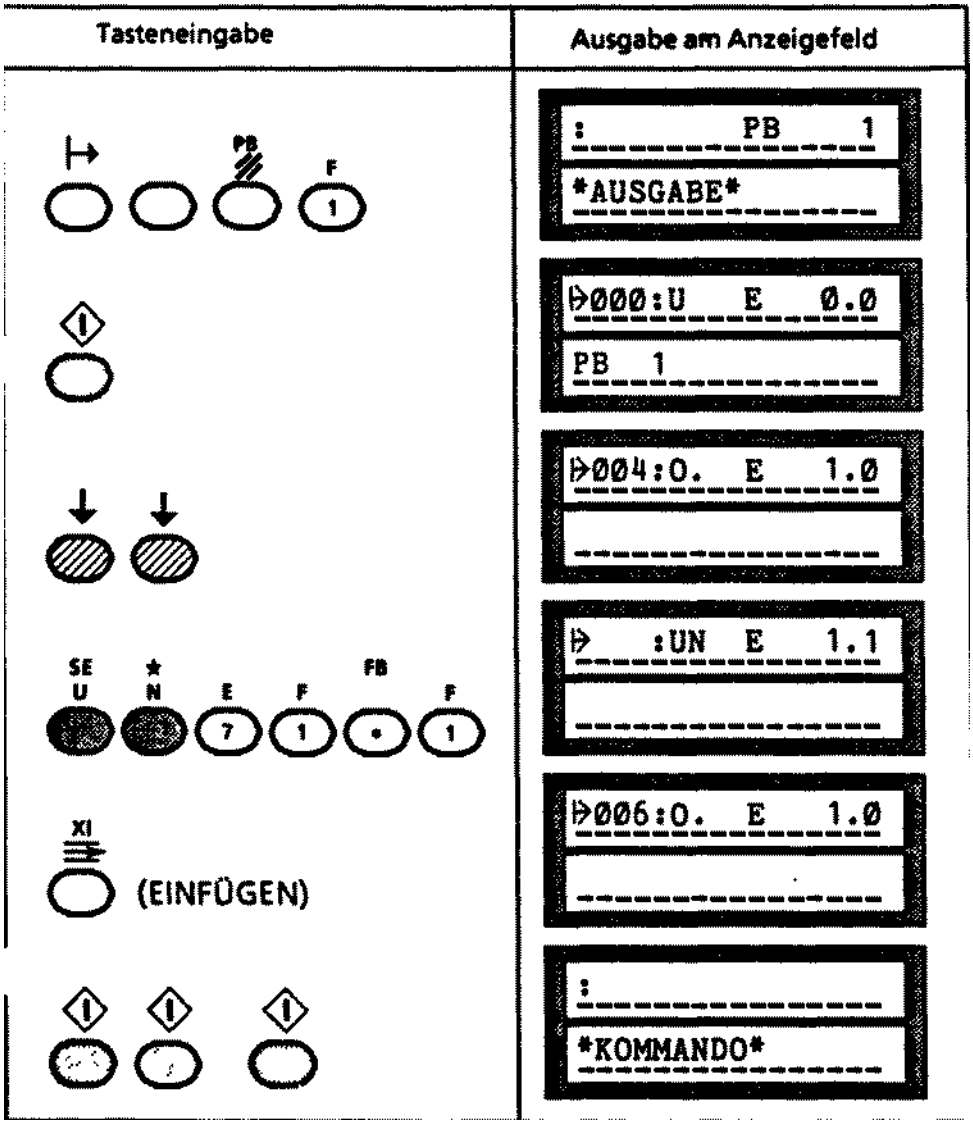

Рис. 8.29 Вставка инструкции.
Мы возьмем опять в качестве примера программу из главы "поиск инструкции". Соответствующая последовательность нажатия клавиш показана на рис. 8.29.
* Введите теперь новую инструкцию, например, "UN E 1.1" и нажмите затем клавишу "вставка инструкции" (Einfuegetaste) как показано на рис. 8.29 (без предварительной кнопки!).